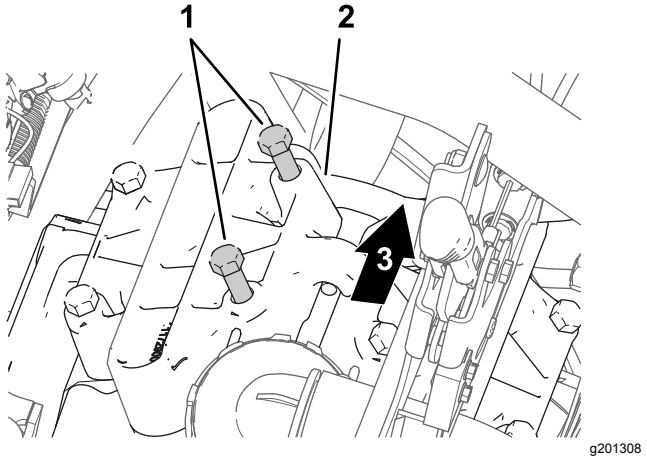

Figur 178
1. Ved pumpehovedet, som er placeret i positionen kl. 11, løsnes de 2 bolte som vist Figur 178 for at skabe et mellemrum på 7 til 10 mm mellem boltenes og pumpens hoveder.